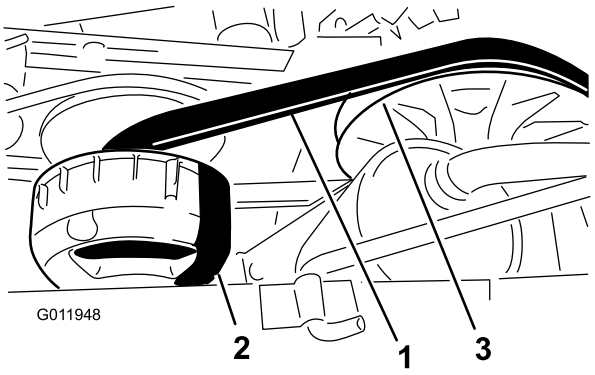

Figur 52
3. Vrid på remmen (Figur 52) och kontrollera om den är sliten eller skadad.
3. Vrid remmen och dra den över sekundärkopplingen (Figur 52).
4. Ta bort remmen från primärkopplingen (Figur 52).
5. Placera den nya remmen över primärkopplingen (Figur 52).
6. Vrid remmen och dra den över sekundärkopplingen (Figur 52).